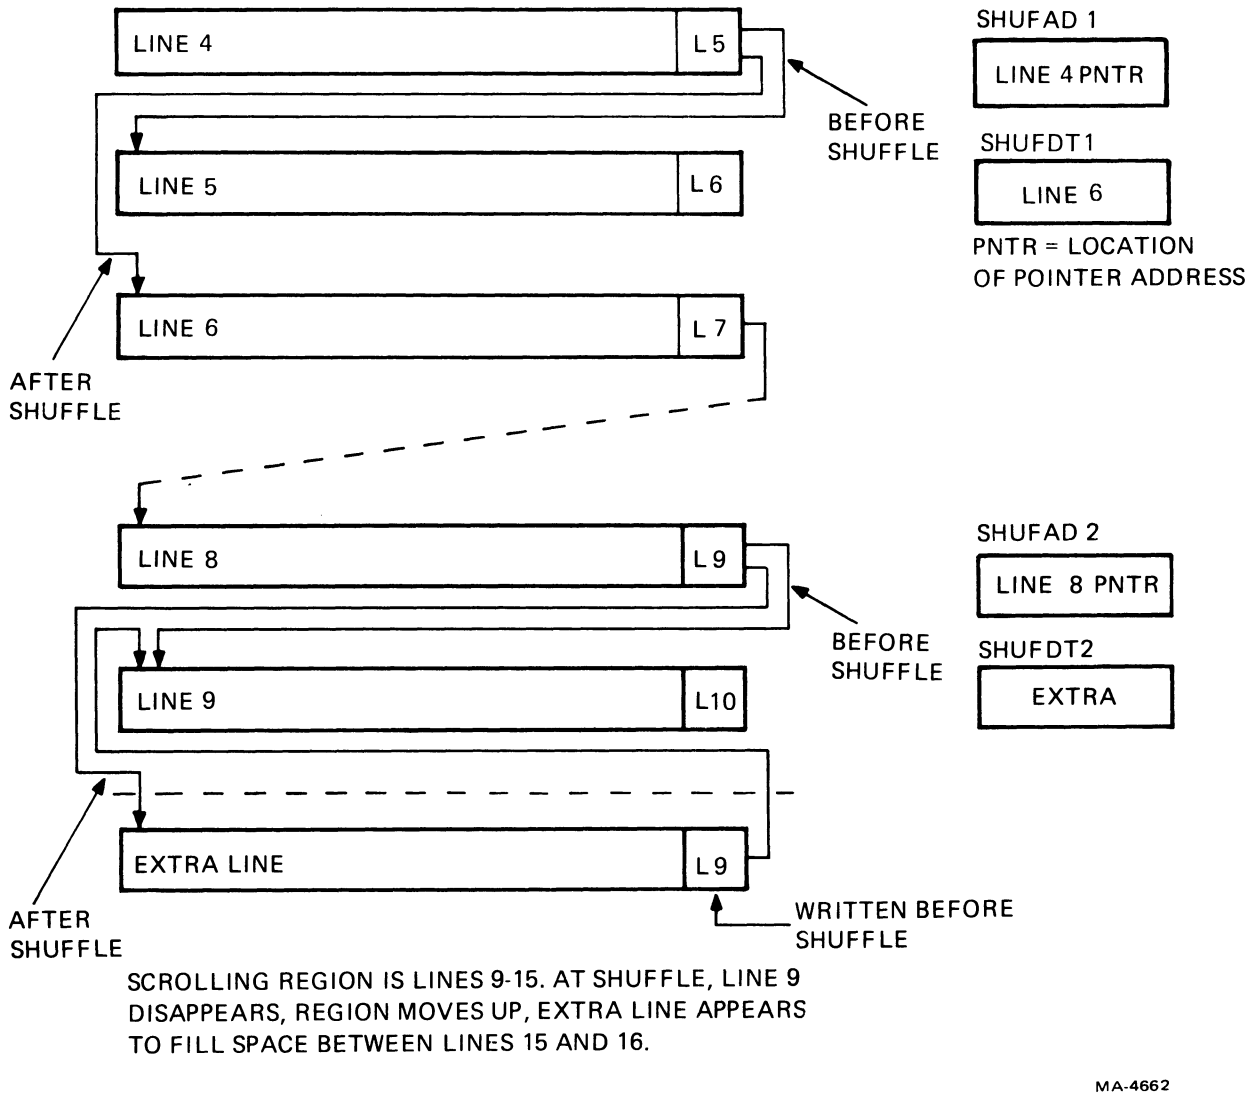

Figure 4-7-10 Split Screen Address Shuffle
When a line feed is received, during the remainder of the current frame the microprocessor rotates LATOFS and prepares for the shuffle. The line number at LATOFS #25 (25 in Figure 4-7-10) moves up to the bottom position in the scrolling region (LATOFS #8). The line at LATOFS #5 (20) moves to LATOFS #25, and all the other lines in the scrolling region of LATOFS are moved up one position. The shuffle buffers are set up. (See Figure 4-7-10.) SHUFAD 1 contains the location of the pointer address at the end of the last line before the scrolling region and SHUFDT 1 contains the pointer address for the new first scrolling region line. SHUFAD 2 contains the location of the pointer address at the end of the new last scrolling region line and SHUFDT 2 contains the pointer address for the first line after the scrolling region.